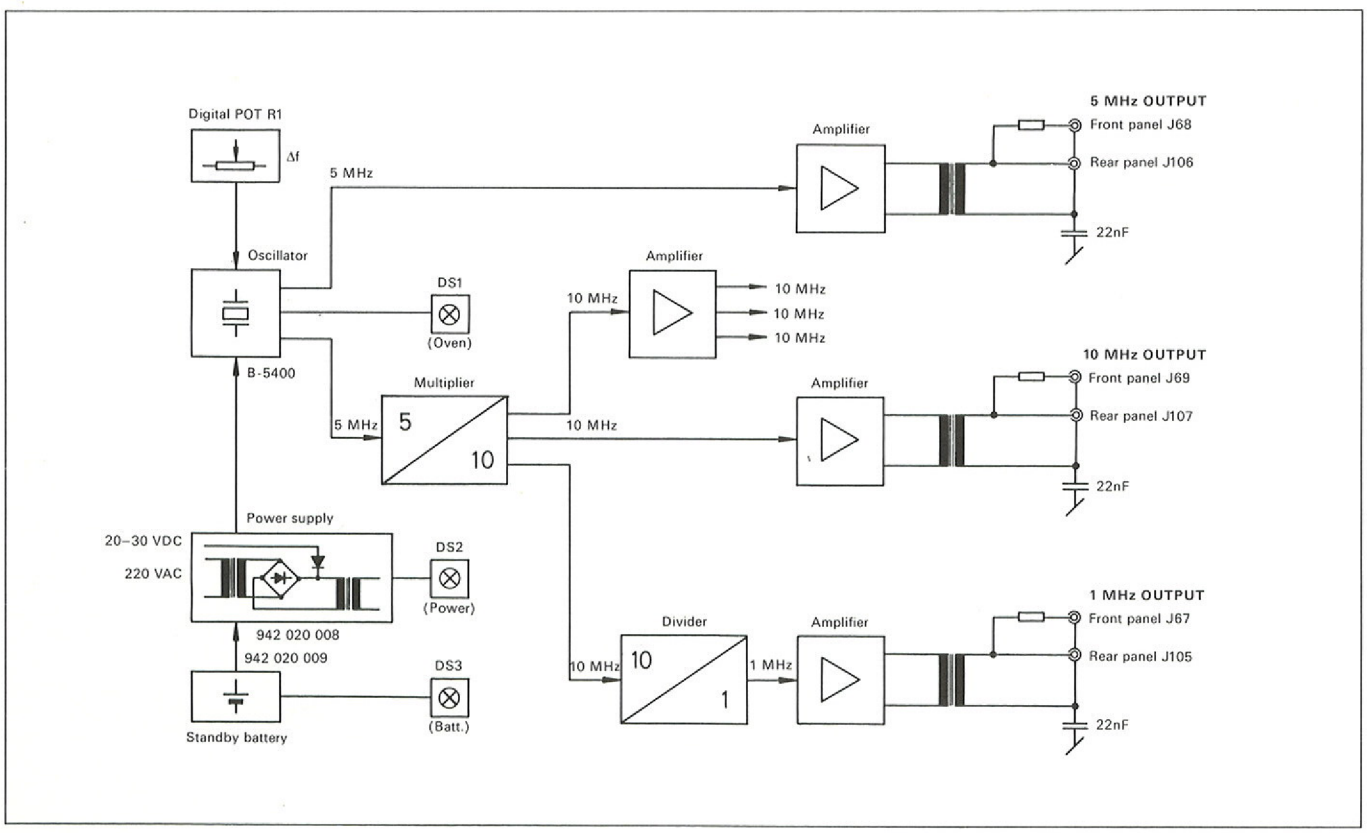

Fig. 1 Schéma-bloc: Etalon de fréquence 2200
3.1. Etalon de fréquence 2200 (figure 1)